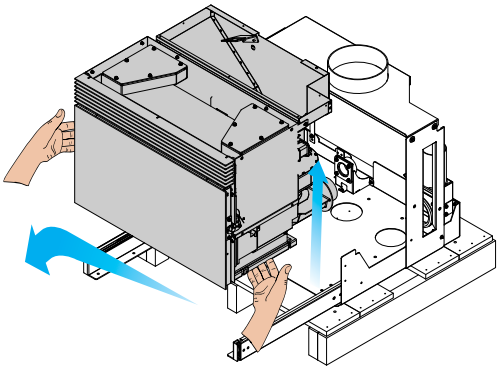

Abb. 6.1.6
6) Heben Sie den Ofeneinsatz an und entfernen Sie ihn von den Schienen der Stützkonstruktion (Abb. 6.1.6);